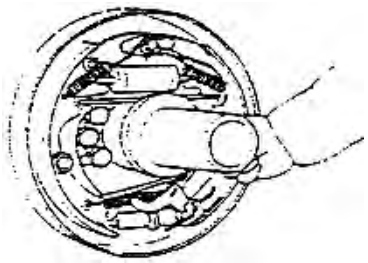

figure 2-28
(8) Fix guide of brake shoe on brace pin, then fix rebound spring of brake hoof. Install main shoe first, then sub-shoe. See figure 2-28
(9) Fit adjustor, spring, ejector pin, rebound spring. Please notice as fellow: